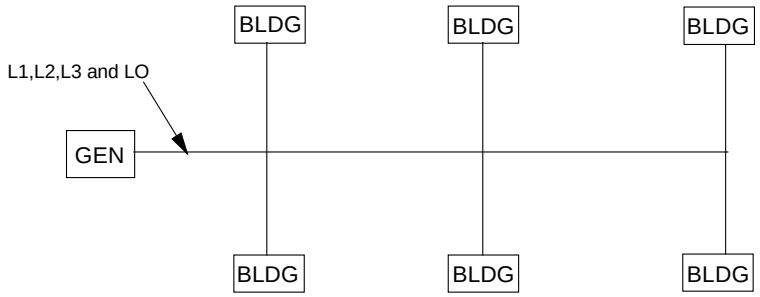

Fig 1-7 Radial Layout
(1) (9) single phase 120v 20 amp
(2) (2) 3 phase 20 amp. The cables that come with the power distribution panels are marked with the following information: Part # and Amperage rating. This is for easy identification.
b. The most common power distribution layout is the radial layout as shown in figure 1-7. The radial layout runs a main feeder through the approximate center of the installation and circuits are run to the various facilities as needed